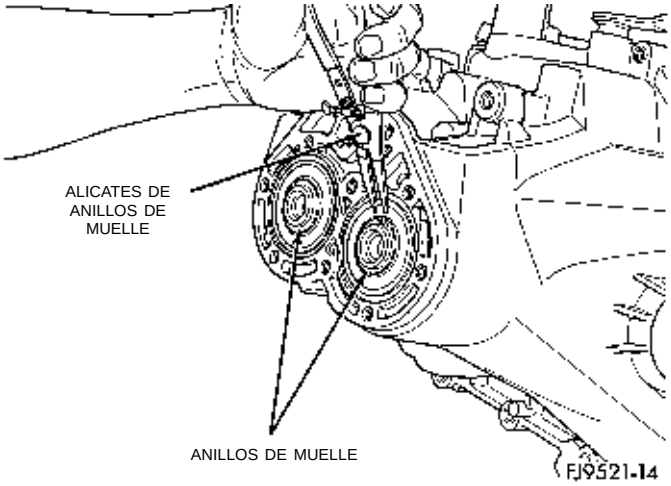

Fig. 43 Anillos de muelle de retención en los cojinetes
(12) Retire los dos anillos de muelle que retienen el eje de transmisión y el eje impulsor en los cojinetes (Fig. 43).